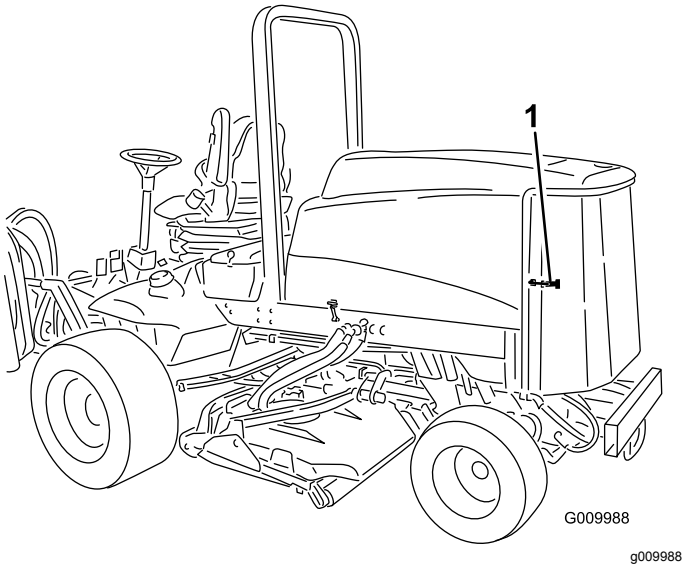

Figur 72
1. Frigör och sväng upp bakpanelen (Figur 72).